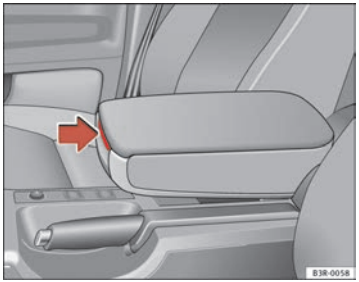

Fig. 114 Armrest between the driver's seat and front passenger's seat
– Press the release lever ⇒ fig. 114.